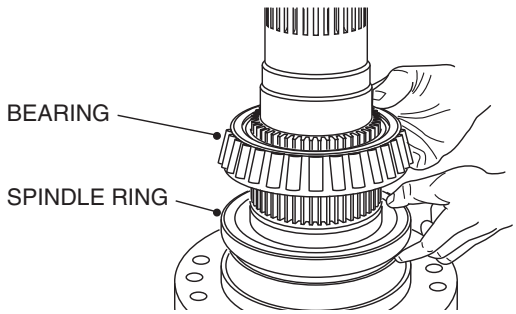

Fig. 9 - Hub Carrier Assembly - Bearing
4. Secure roller bearing (47) inner race to the hub carrier (50), again ensure it is fully home. Refer to Fig.9.